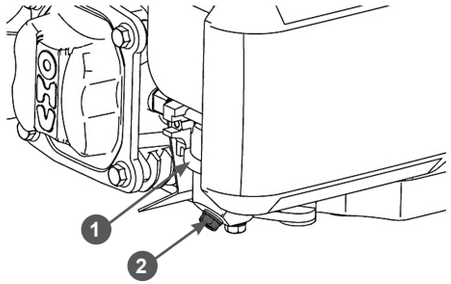

**Рис. 25 Слив топлива из карбюратора**
1. Установите под карбюратор 1 подходящую емкость (Рис. 25).
2. Открутите болт 2 сливного отверстия и слейте топливо из поплавковой камеры карбюратора в приготовленную для этого ёмкость (Рис. 25).